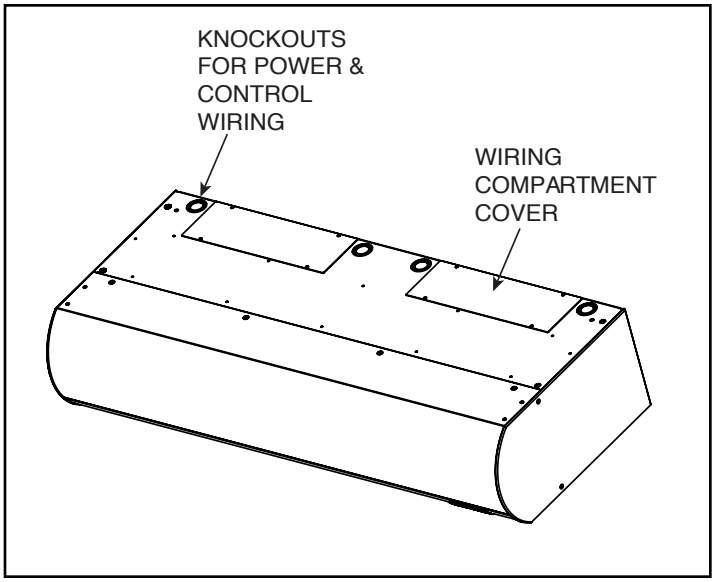

Figure 7 - Electrical Connections
A. A separate line voltage supply with a suitable branch circuit protection device should be run directly from the main electrical panel to the unit. A disconnect switch for each branch circuit is a required part of this installation. See the voltage label on the unit for circuiting and total electrical load. The wiring diagram is located in the wiring compartment, located on the top of the unit. ***See Figure 7.***
The heater circuit may be controlled by an optional remote thermostat or through the built-in Intelliswitch™ thermostat, which on model AI08 is located in the wiring compartment, and on model AI10 is factory installed inside the air curtain. Overheating protection is provided by auto reset thermal cutouts built into the heater coil assembly (see the wiring diagram attached to the screen in a small bag). ***See Figure 7.***